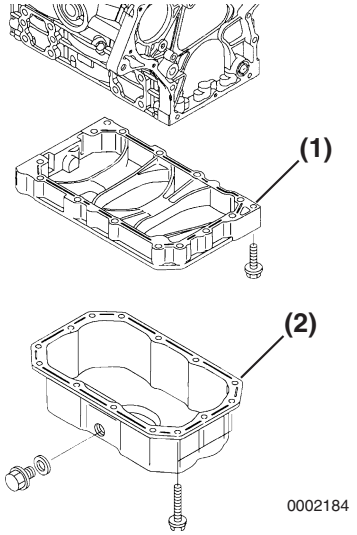

Figure 6-101
2. Apply a continuous bead of ThreeBond Liquid Gasket No. 1212, Yanmar Part No. 977770-01212 to the mounting surface of the oil pan **(Figure 6-101, (2))** and crankcase extension (if equipped) **(Figure 6-101, (1))**. Be sure to circle each bolt hole.
3. If equipped, reinstall the crankcase extension **(Figure 6-101, (1))**. Reinstall the oil pan and tighten the bolts securely.